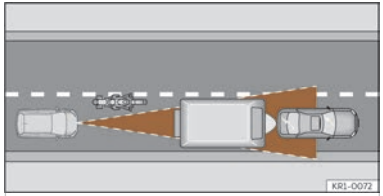

Fig. 144 Motocycliste circulant à l'avant hors du rayon d'action du capteur radar.
- Véhicules circulant de manière non alignée ou en dehors de la zone de détection du capteur, par exemple, des motos ››› **fig. 144**.